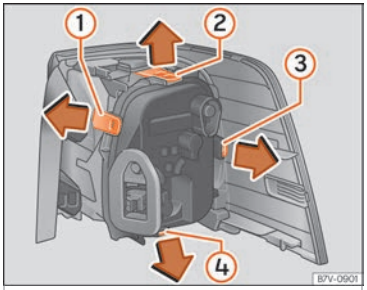

Fig. 116 Tail light on the bodywork: detach the bulb holder. (1) a (4): lock latches.
8.	To release the bulb holder, press on the attachment tabs ››› Fig. 116 (1) to (4) in the direction of the arrow.